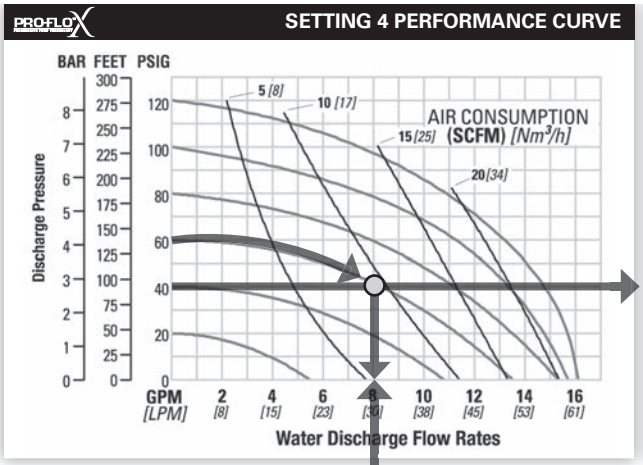

Figure 1
Step 1: ***Identifying performance at setting 4.*** Locate the curve that represents the flow rate of the pump with 4.1 bar (60 psig) air inlet pressure. Mark the point where this curve crosses the horizontal line representing 2.8 bar (40 psig) discharge pressure. (Figure 1). After locating your performance point on the flow curve, draw a vertical line downward until reaching the bottom scale on the chart. Identify the flow rate (in this case, 8.2 gpm). Observe location of performance point relative to air consumption curves and approximate air consumption value (in this case, 9.8 scfm).